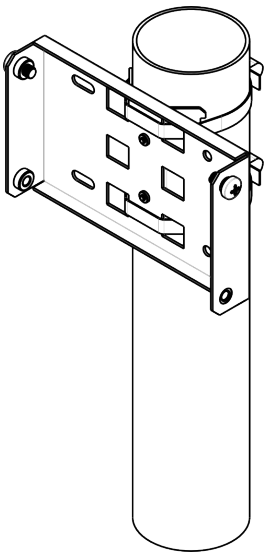

Рисунок 9 – Крепление кронштейна на трубостойку
a) При помощи хомутов закрепите кронштейн на трубостойку, рисунок 9.
b) В верхние отверстия установите винты DIN7985 M6. Винты не нужно закручивать до конца, оставьте зазор минимум 3 мм, рисунок 9.